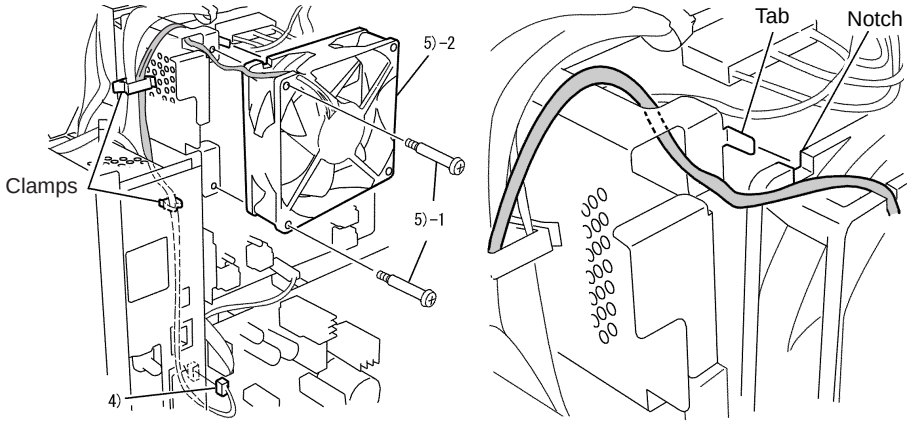

Figure 4-58. Removing the FAN LV
2. Route the Harness of the LVPS as shown in Figure 4-58, and connect the Connector (J105) of the FAN LV to the Connector (P105) of the LVPS.